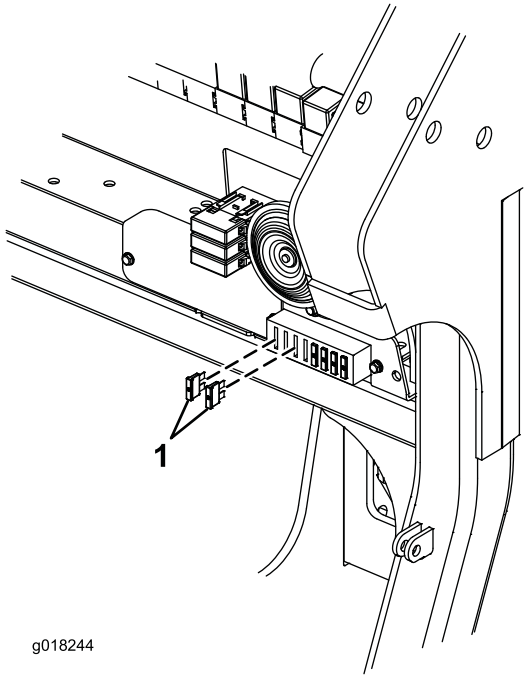

Figur 5
13. Montera två säkringar på 15 A på säkringsblocket. Använd den första och tredje platsen från vänster på säkringsblocket (Figur 5).